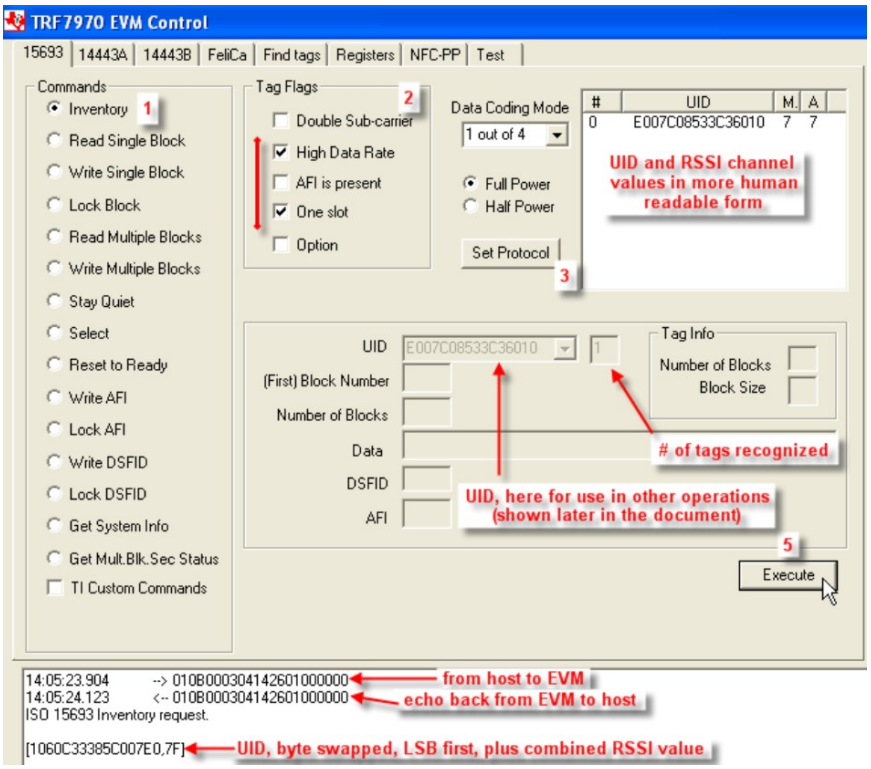
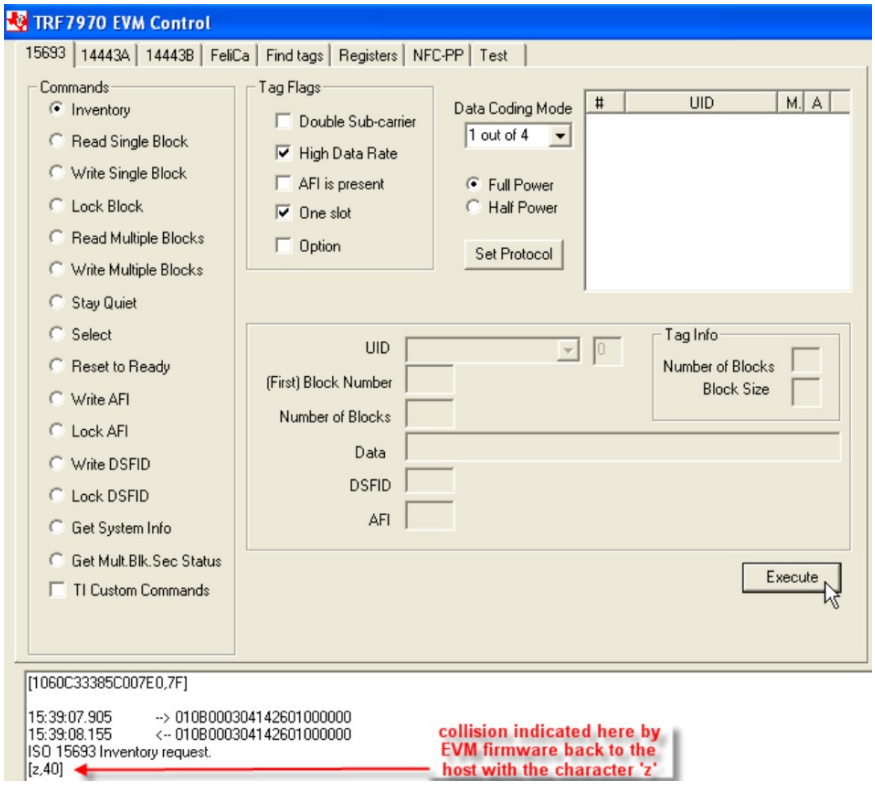

Figure 3. Single Slot Inventory Command (One Tag in Field)
Figure 4. Single Slot Inventory Command (Two Tags in Field With Collision)
2. Select Tag Flags accordingly (see Figure 3 for one example).
See Figure 3 and Figure 4 for example results of one tag in field and a collision between two tags, respectively.